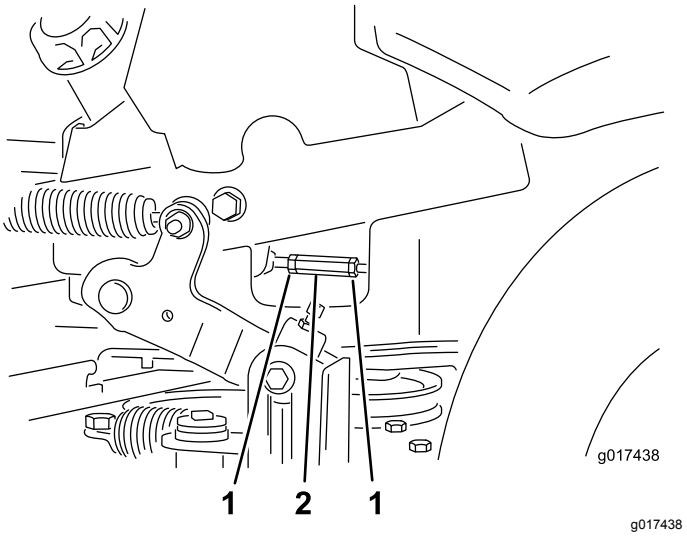

図 69
14. ポンプコントロールロッドの2つのジャムナットをゆるめ、調整ナットを回転させて、車輪が後退方向にわずかにクリープするように調整する図 69。
16. ジャムナットを2つとも締めて調整を固定する図 69。